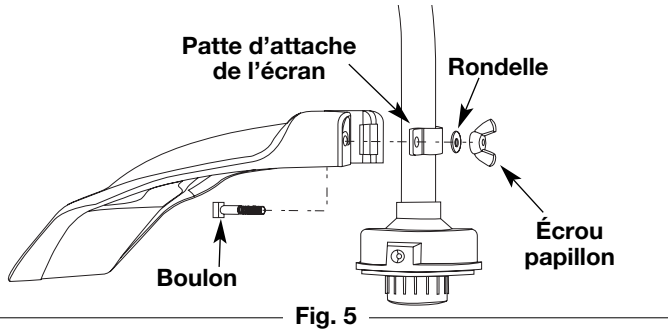

Fig. 5
2. De l'intérieur de l'écran de l'accessoire de coupe, poussez le boulon carré dans le trou jusqu'à ce que l'extrémité filetée dépasse de la patte d'attache de l'écran (Fig. 5).